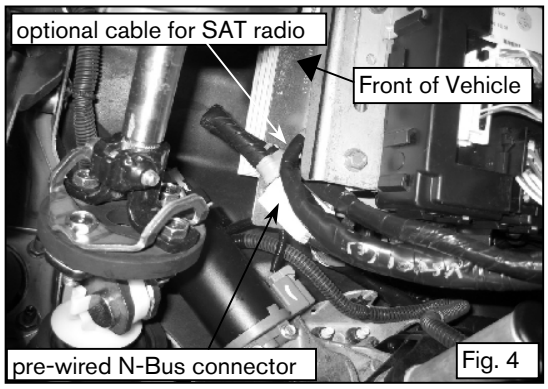

Fig. 4
(1) Connect corresponding connector of the iPod gateway harness to the vehicle's prewired N-Bus. From vehicle's N-Bus prewired connector start by routing down to lower center console. Route cable on passenger side of (above) large harness near center console. [Optional: Connect corresponding connector of the Satellite harness to the correct tuner connector. Route cable the same as iPod gateway harness.] Secure the cable(s) to the large harness with one (1) cable tie. Fig. 4 & 5